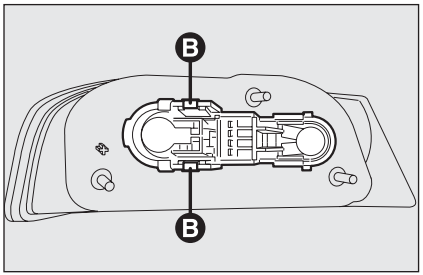

fig. 39 A0E0296m
- ❒ saque el grupo portalámpara interviniendo en las lengüetas de fijación **B-fig. 39**;
- ❒ vuelva a colocar el grupo portalámparas fijándolo correctamente en su posición mediante las lengüetas de fijación **B-fig. 39**;